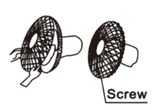

Fig 3
- Secure both guards firmly by tightening the fan guard then close easy clip (see Fig.3)